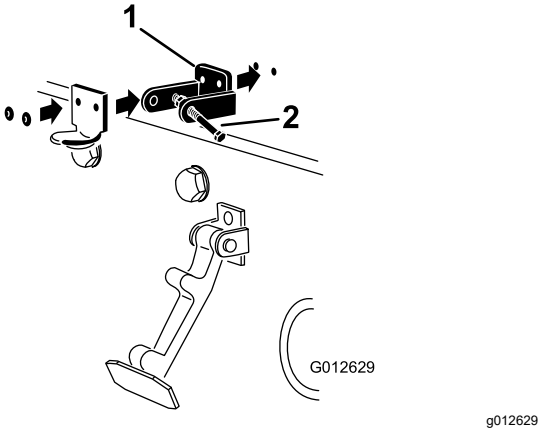

**Figuur 5**
4. Plaats de beugel van de CE-vergrendeling en de beugel van de motorkapvergrendeling op de motorkap en lijn de montageopeningen uit (Figuur 5).
6. Bevestig de beugels en de ringen met de popnagels aan de motorkap (Figuur 5).